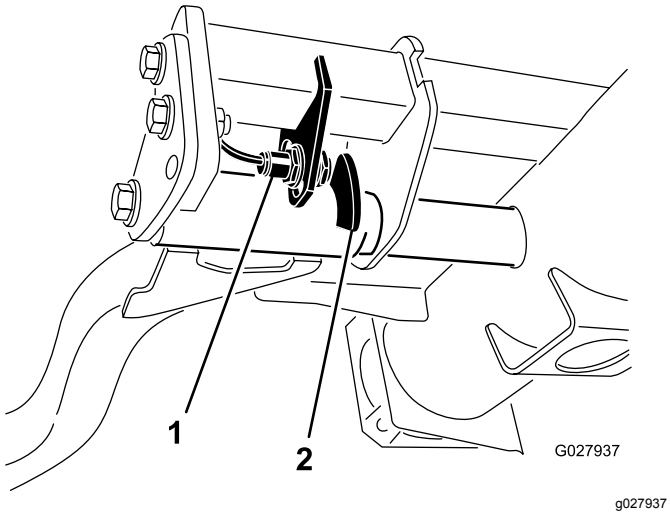

Figur 67
2. Løftearmskontakten er placeret under hydrauliktanken bag løftearmen forrest til højre (Figur 67).
3. Løsn kontaktens monteringsskruer, og flyt kontakten ned for at forøge løftearmens drejehøjde, eller flyt kontakten op for at mindske løftearmens drejehøjde (Figur 67).